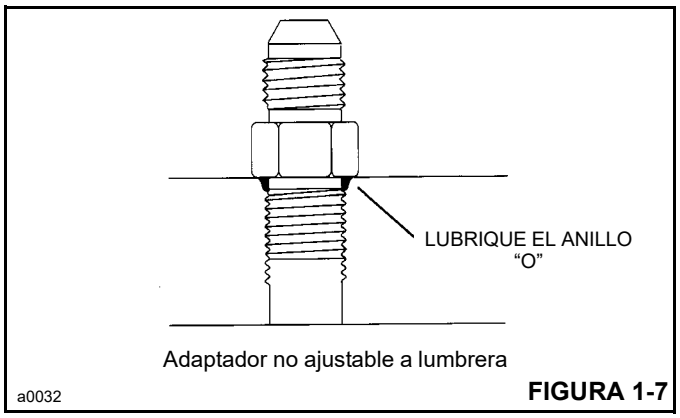

FIGURA 1-7
2. Lubrique el anillo "O" con fluido hidráulico (Figura 1-7).